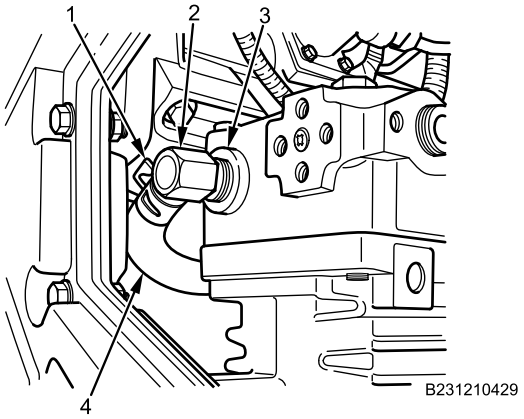

Figure 11. Air Compressor Coolant Inlet.
2. Apply thread sealing compound to angle fitting (Figure 11, Item 2), install fitting on air compressor coolant inlet port (Figure 11, Item 3), and tighten securely.
3. Install air compressor coolant inlet hose (Figure 11, Item 4) and hose clamp (Figure 11, Item 1) on angle fitting (Figure 11, Item 2).